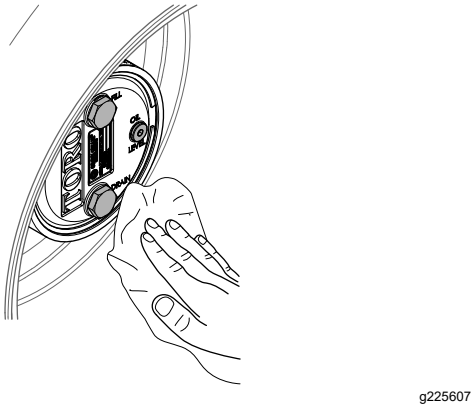

Figuur 105
3. Veeg de planeetwiel- en remkast schoon (Figuur 105).